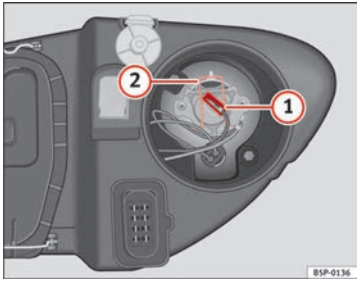

Fig. 189 Abbaglianti
– Estrarre il connettore ⇒ fig. 189 (1) della lampada.
– Premere la molla ⇒ fig. 189 (2) verso l'interno e verso destra.